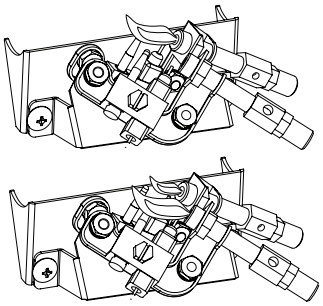
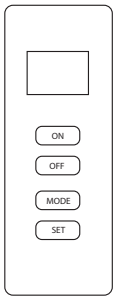

Fig. 18 - Piloto
Fig.19 - Control remoto
6. Con la perilla de control oprimida, presione el botón del encendedor hasta que el piloto se encienda. El piloto está ubicado atrás de la pantalla de la chimenea, centrado cerca de la parte trasera del quemador (Ver Fig. 18).
7. Mantenga oprimida la perilla de control durante (30) segundos después de que el piloto encienda. Suelte la perilla de control.
• Si el piloto se apaga repita los pasos 3 al 7. Espere (1) minuto antes de intentar encender el piloto de nuevo. Si después de varios intentos el piloto todavía se apaga, gire la perilla de control del gas hacia la derecha a la posición “OFF” y llame a un técnico de servicio calificado.
9. Para usar el control remoto termostático incluido, coloque el interruptor del receptor en la posición “REMOTE” (Ver Fig. 19). Presione el botón ON para encender el control remoto y encender el quemador principal Consulte el manual de instrucción del control remoto en la página siguiente para las funciones “MODE” y “SET”.